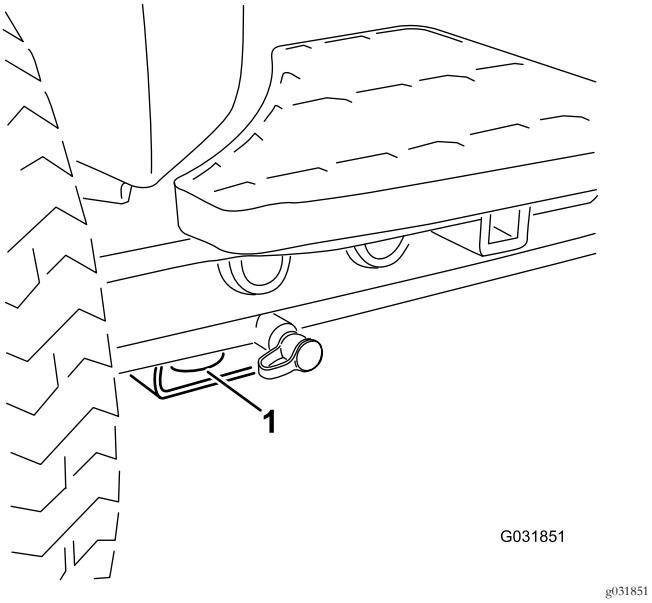

**Figura 24**
- **Parte anteriore della macchina** – Il foro nel supporto rettangolare, sotto il tubo dell'assale, all'interno delle ruote anteriori (Figura 24).